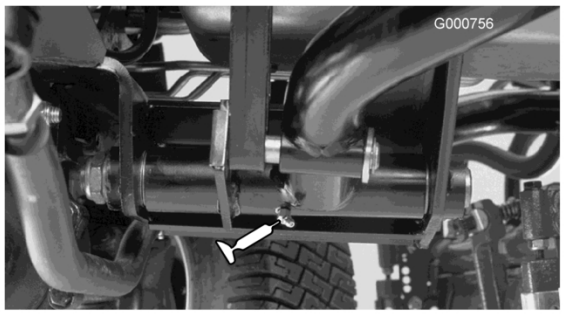

Figuur 36
- Draaipunten van achterste hefarm (2) (Figuur 36)